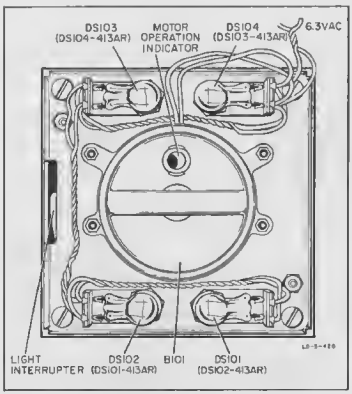

Figure 5-1. A103, Chopper Assembly
5-13. Before the modulator or demodulator can be checked, it must be ascertained that the chopper assembly, A103, is functioning properly. Refer to figure 5-1 for location of parts in the following steps. Proceed as follows:
c. Remove DS103 (figure 5-1) from chopper assembly A103.